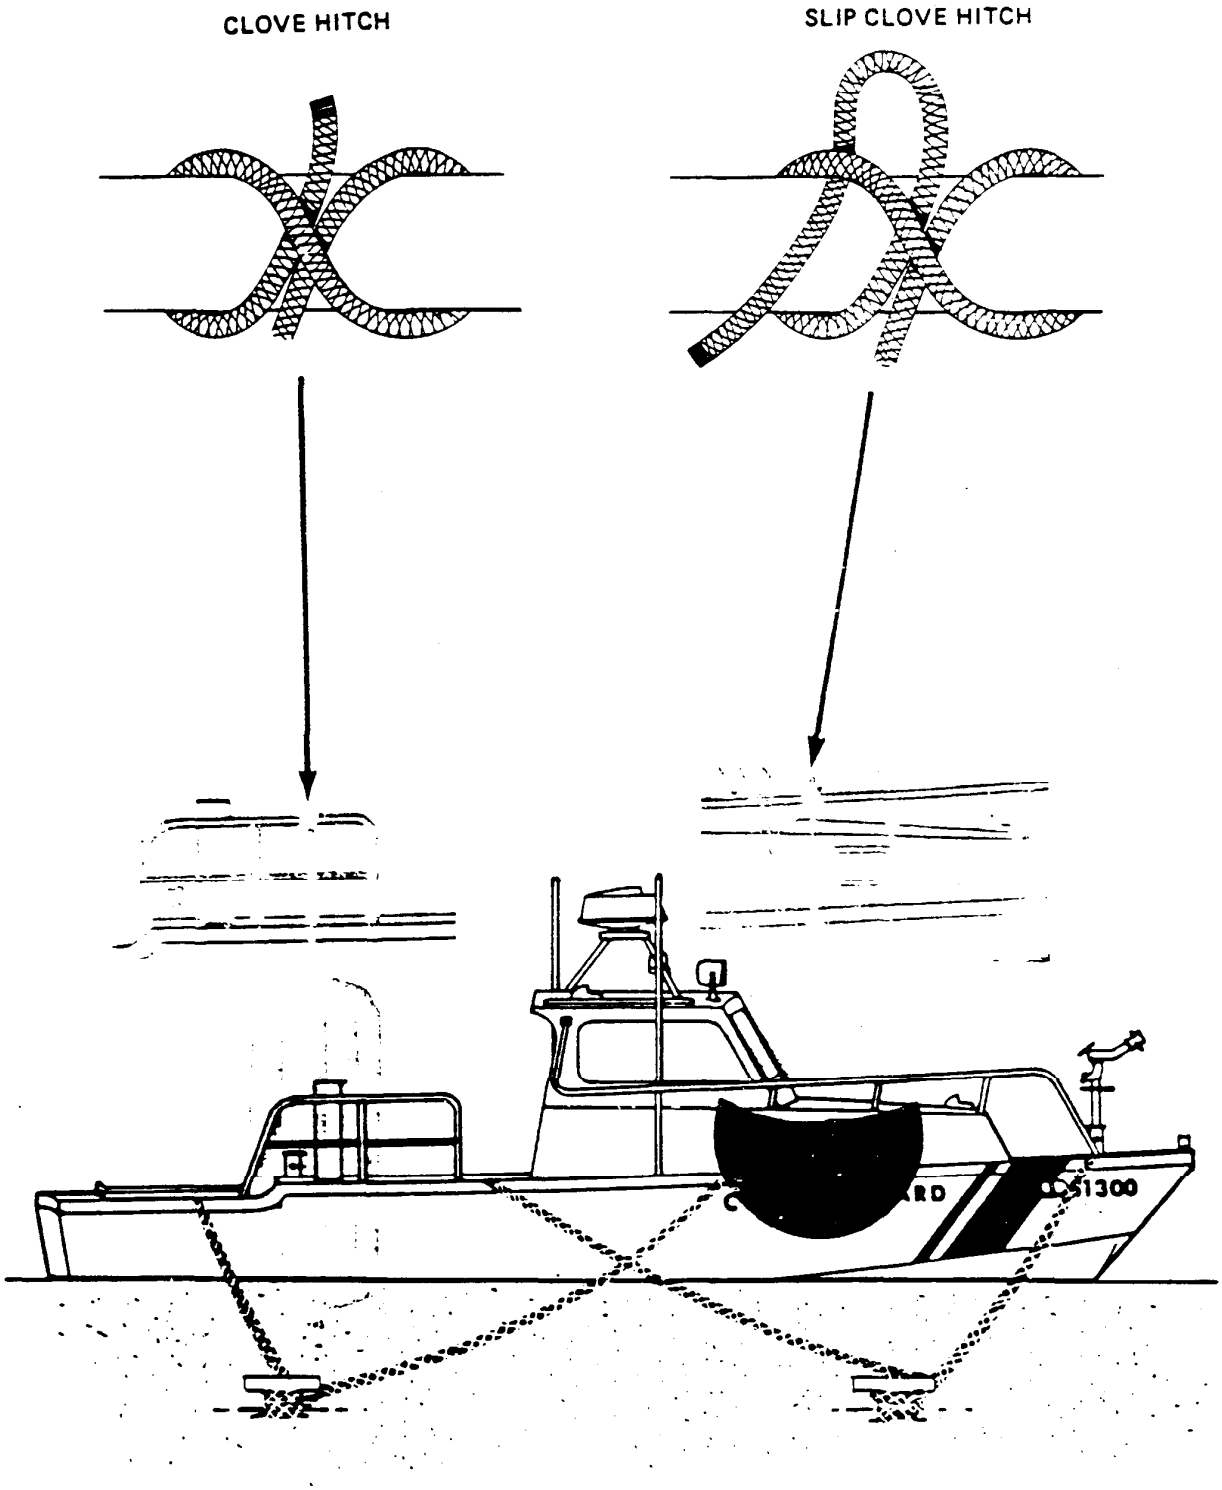

Figure 12-34 Securing Fenders
(1) Note how your boat will match up with the disabled boats hull. Usually the minimum of two fenders should be secured in place prior to bringing the disabled boat alongside; one additional fender should be hand tended.
(2) To suspend a fender, or fender board, tend it by its attachment line. Adjust the position of the fender as necessary to cushion points of contact between the two boats.
(3) Secure the fender using a clove hitch or slip clove hitch. A slip clove hitch is used when it may be necessary to releave the fender or fender board quickly (See Figures 12-34 & 35). A fender may also be secured in the following ways: